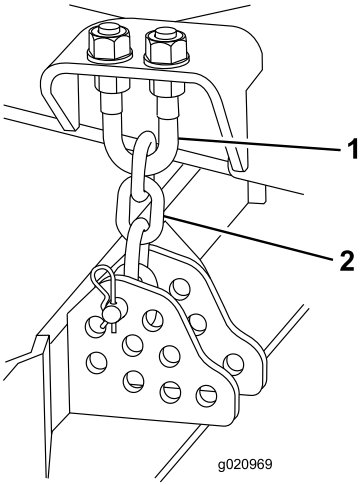

Figur 77
1. Løsn kontramøtrikkerne oven på eller under klippehøjdekædens bøjleskrue (Figur 77).